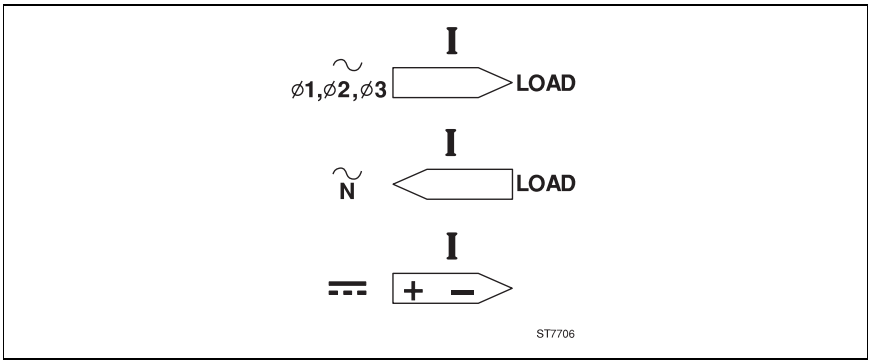

Figure 3. Sens d'orientation de la sonde d'intensité
5. Pincez la sonde autour du conducteur, contrôler si la flèche marquée à la mâchoire de la sonde pointe dans la bonne direction (voir figure 3).